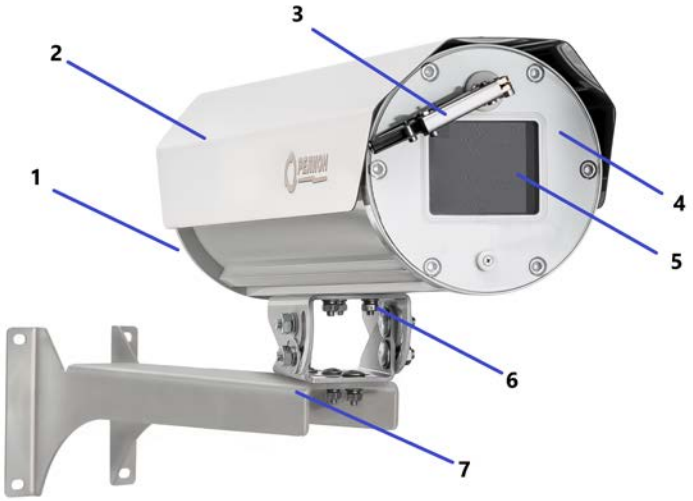

Рисунок 1 − Внешний вид термокожуха
- Открутить винт крепления крепежно-юстировочного устройства (5) и отсоединить от него термокожух, рис. 1;
- Определить место установки и закрепить крепежно-юстировочное устройство (6) к рабочей поверхности, рис. 1;
- Определить место установки и разметить место крепления крепежно-юстировочного устройства, рисунок 1.
- Закрепить крепежно-юстировочное устройство к рабочей поверхности, рисунок 1.
- Основание с кабельным вводом (1) соединить с корпусом термокожуха и закрутить фиксирующие винты, рисунок 1.
- Установить термокожух на крепежно-юстировочное устройство и зафиксировать при помощи болта, рисунок 1.